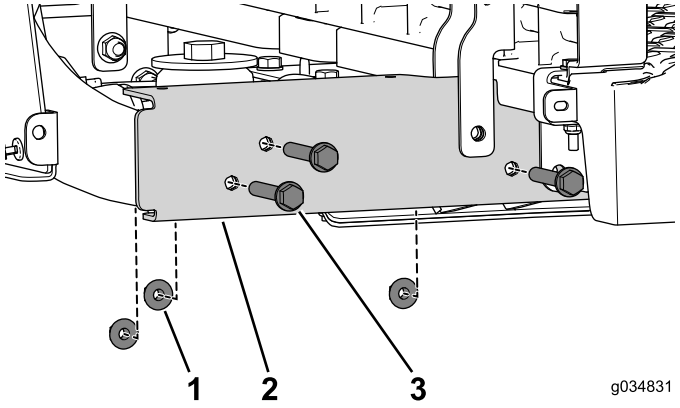

Figuur 65
5. Verwijder de 3 flensbouten (3/8 x 2-1/2 inch) en moeren (Figuur 65). Doe dit aan beide zijden van de machine.